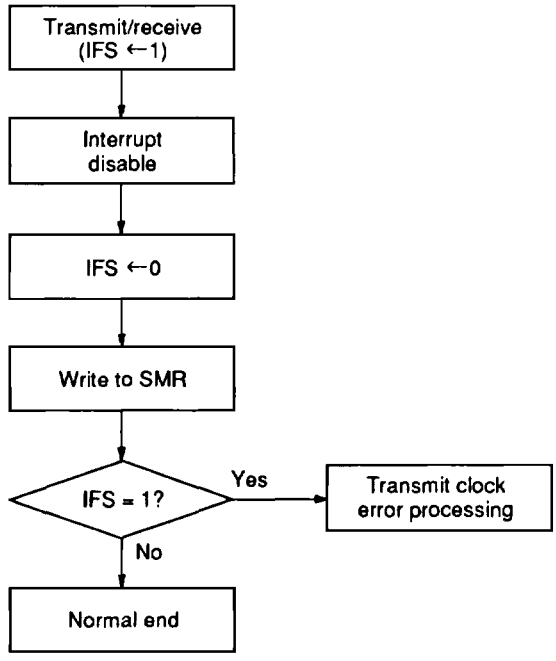

**Figure 20 Transmit Clock Error Detection**
**Transmit Clock Error Detection:** The serial interface functions abnormally when the transmit clock is disturbed by external noise. In this case, transmit clock errors can be detected by the procedure shown in figure 20.